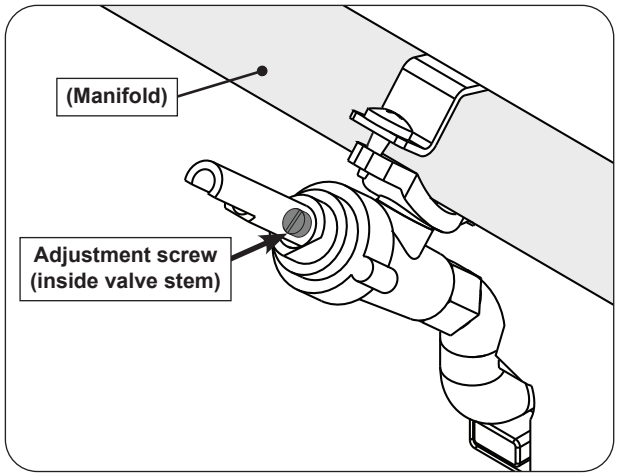

Fig. 39-1 Valve adjustment screw location
3. Locate the FLATHEAD adjustment screw found inside the valve stem (see Fig. 39-1).